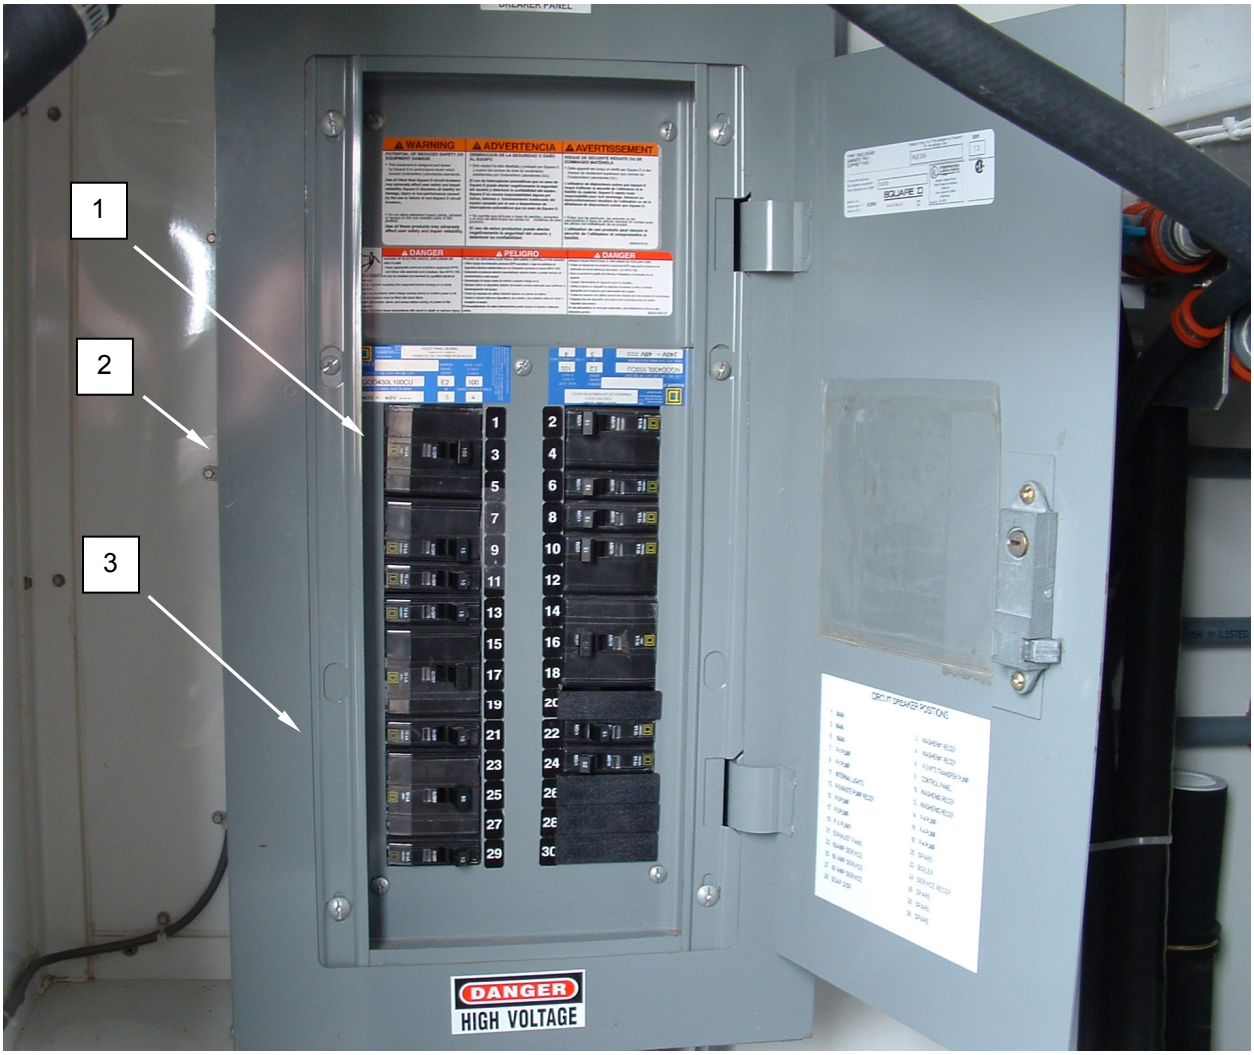
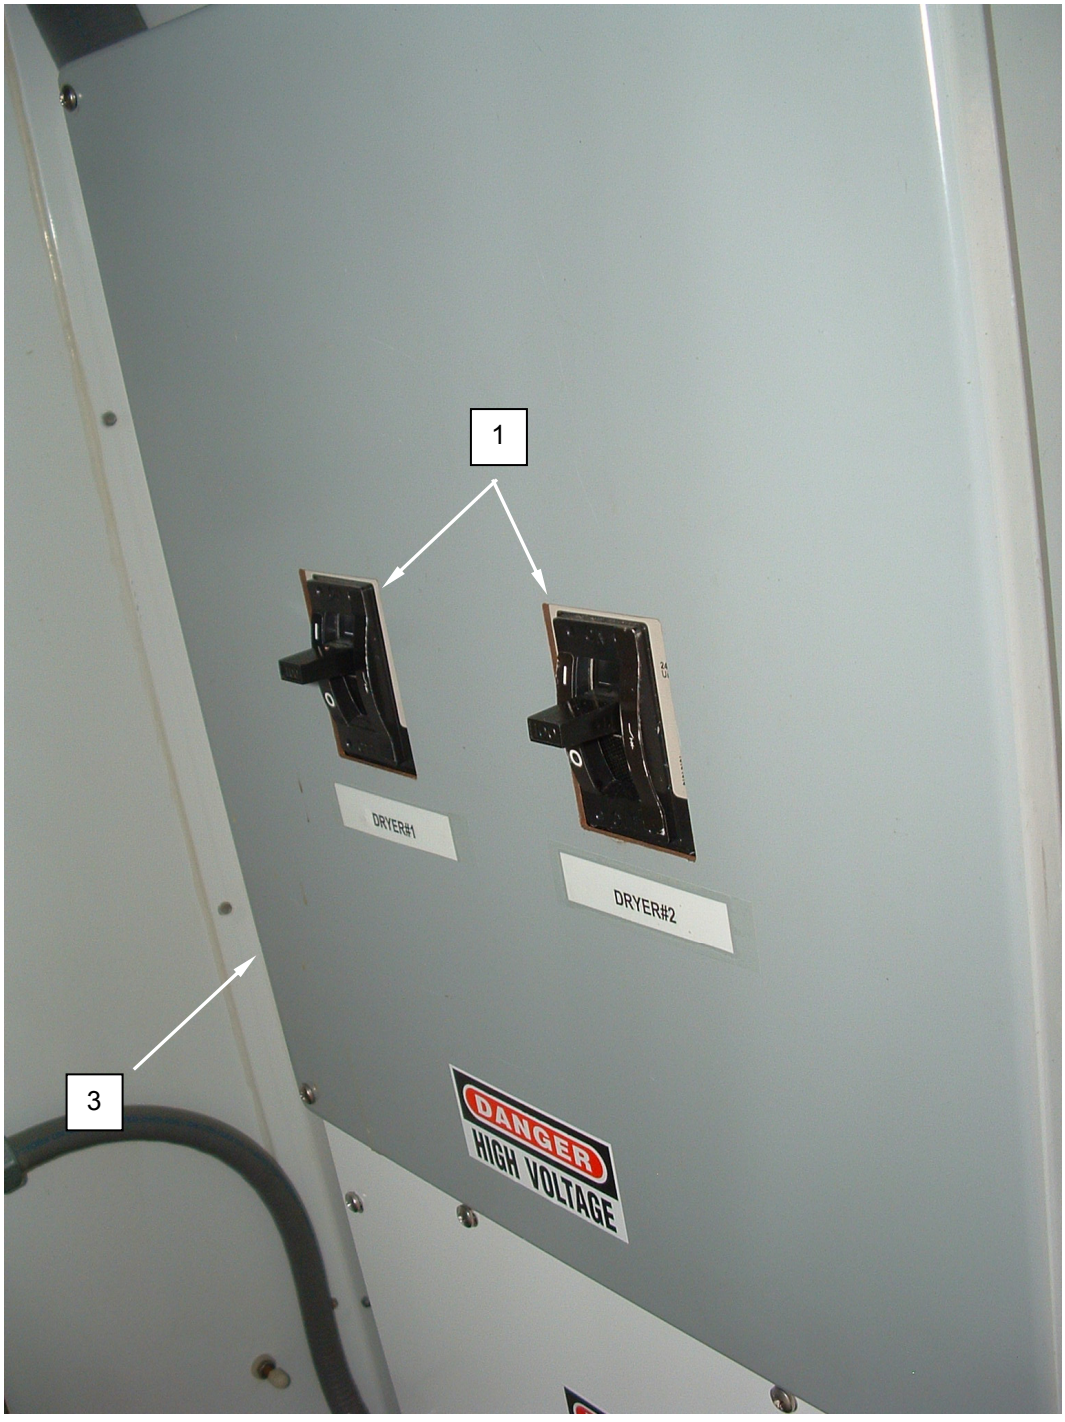

Figure 5. Replace Circuit Breakers – Main Panel.
Figure 6. Replace Circuit Breakers – Dryer Panel.
Figures 5 and 7 illustrate the procedures on the main circuit breaker panel. Figures 6 and 8 illustrate the procedures on the dryer circuit breaker panel.
1. Switch all circuit breakers **(Figures 5, 6, 7, 8, Item 1)** to OFF.
3. Remove screws retaining the circuit breaker box cover **(Figures 5, 7, Item 2)** (Main Circuit Breaker Panel only), and remove the circuit breaker box cover.
4. Remove the screws retaining the circuit breaker panel cover **(Figures 5, 6, 7, 8, Item 3)** and lift the circuit breaker panel cover from circuit breaker box.
5. Tag and disconnect wires from the circuit breaker **(Figures 5, 6, 7, 8, Item 1)** to be replaced.
6. Remove circuit breaker **(Figures 5, 6, 7, 8, Item 1)**.
7. Install circuit breaker **(Figures 5, 6, 7, 8, Item 1)**.
8. Connect wires to circuit breaker **(Figures 5, 6, 7, 8, Item 1)** as tagged.
9. Install circuit breaker panel cover **(Figures 5, 6, 7, 8, Item 3)** and retain with screws.
10. Install circuit breaker box cover **(Figures 5, 7, Item 2)** (main circuit breaker panel only) and retain with screws.